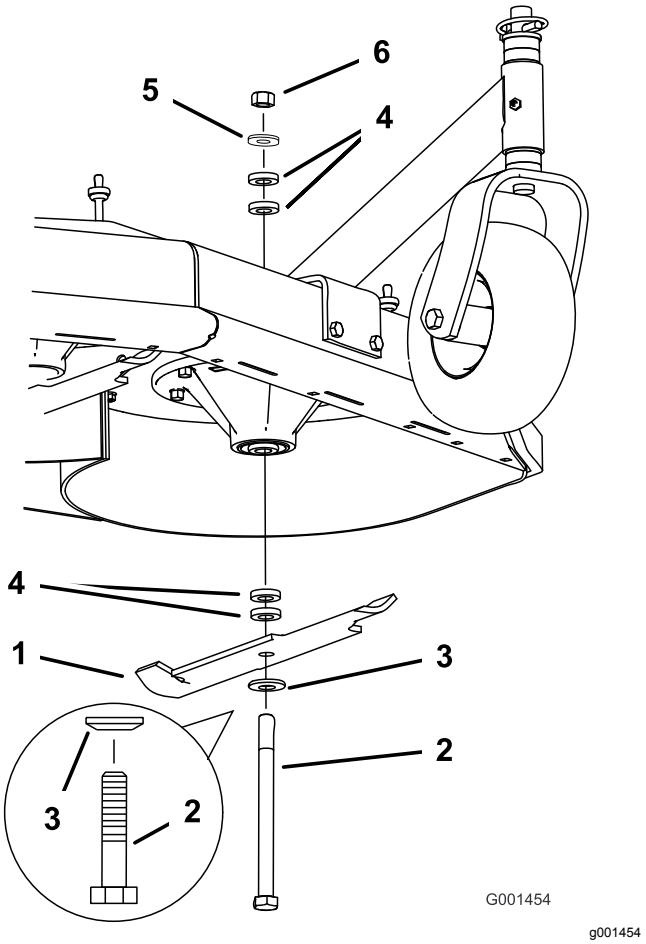

Figur 15
3. Hold skæreknivsbolten fast, og fjern møtrikken. Skub bolten ned gennem spindlen, og tilpas afstandsbøsningerne efter behov (Figur 15).
4. Monter bolten, den buede møtrik og skærekniven. Tilføj ekstra afstandsbøsninger, og fastgør dem med en tynd skive og en møtrik (Figur 15).